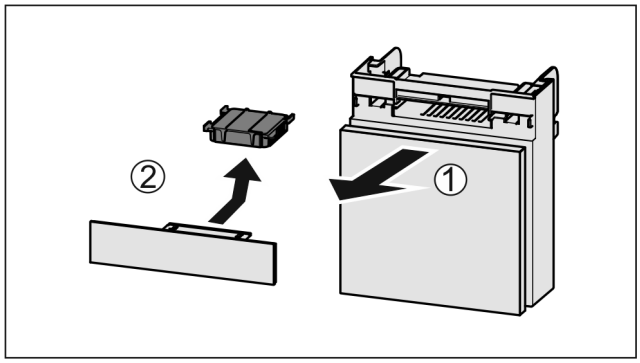

Fig. 54
▶ Вытянуть *Fig. 54 (1)* отделение движением вперед.
▶ Извлечение *Fig. 54 (2)* фильтра с активированным углем.